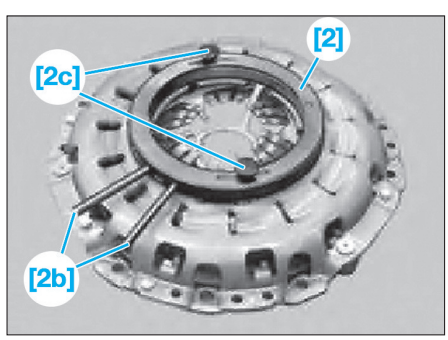

Fig. 7
• Comprimer les tiges [2b] jusqu'en butée et serrer les vis moletées [2c] **(Fig.7)**.